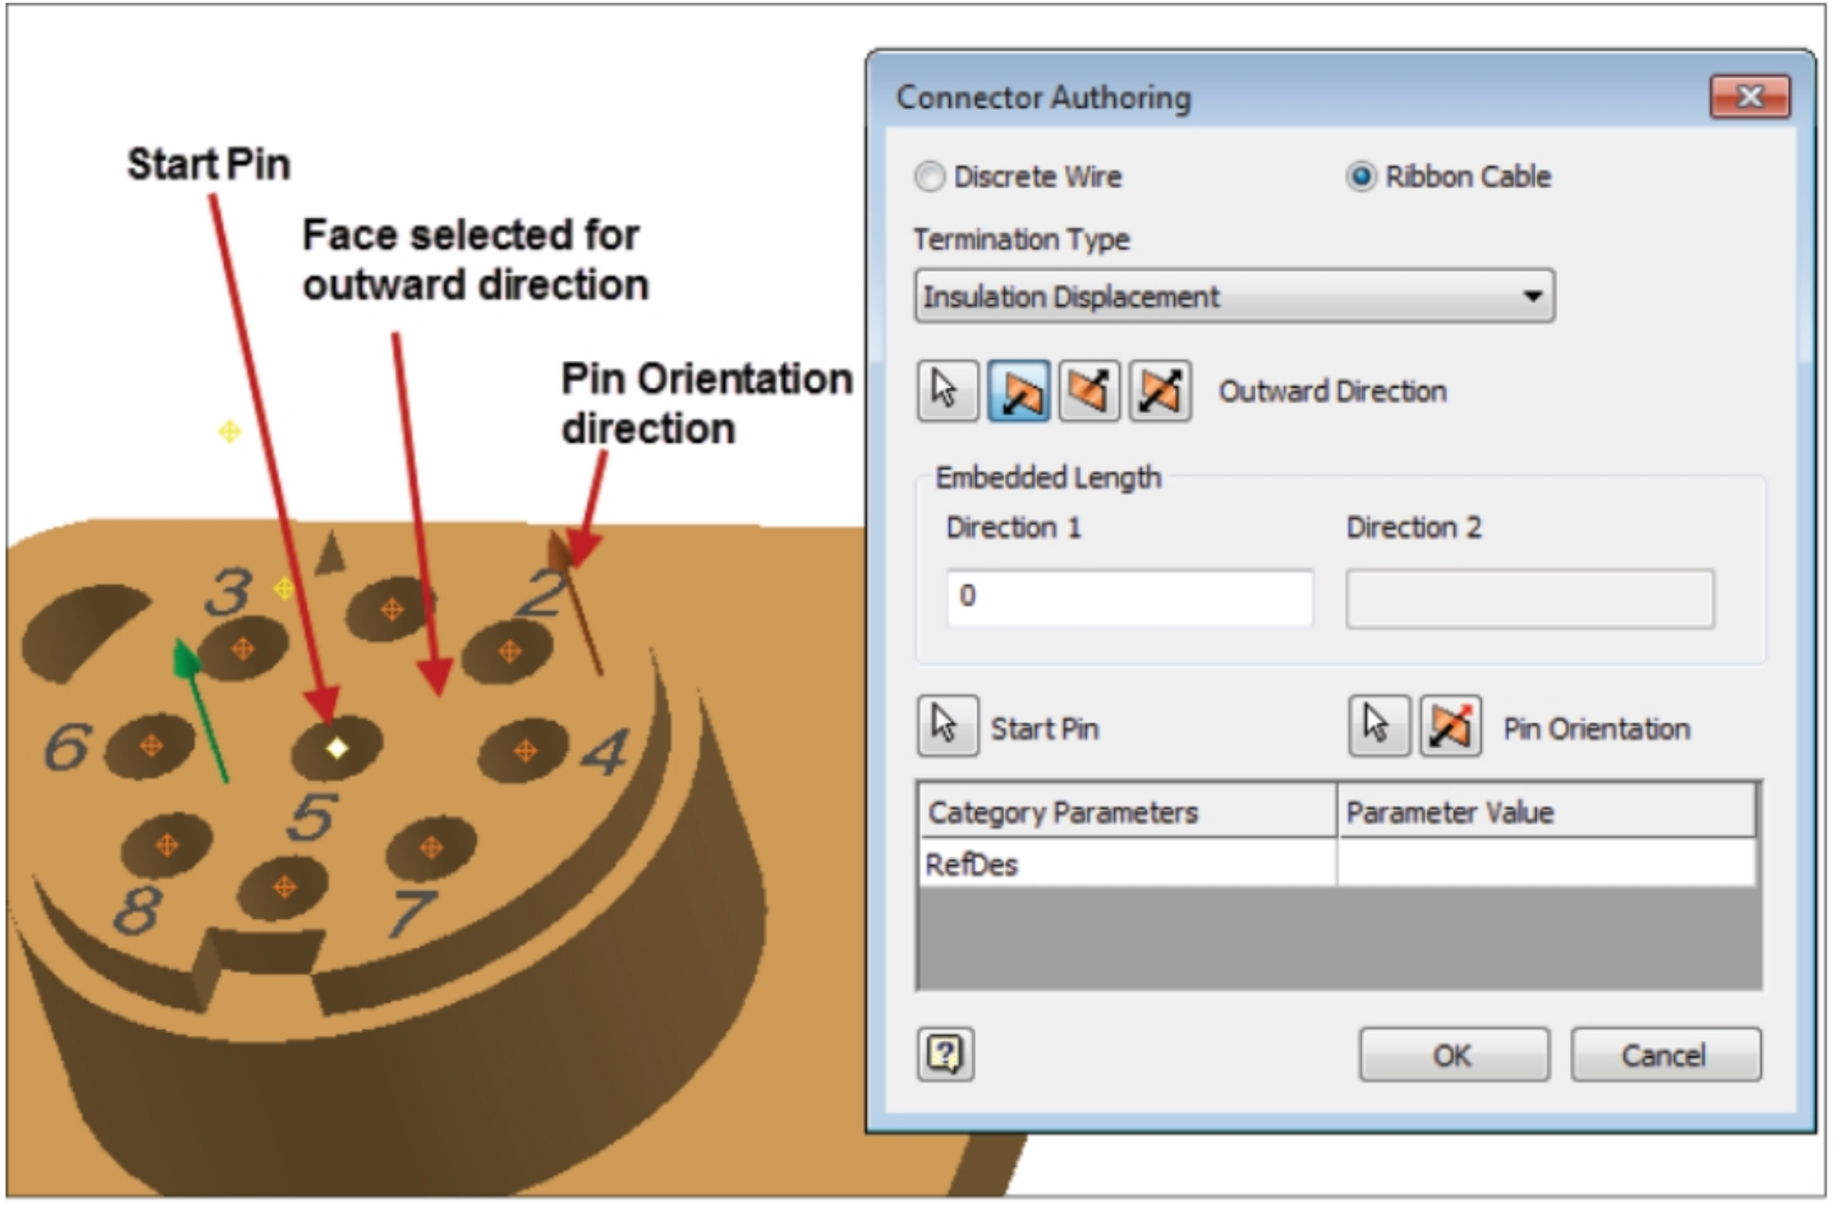

Figure-38. Creating connector
- Similarly, click on the selection button for **Pin Orientation** and select a face to specify the orientation of pins; refer to Figure-38.